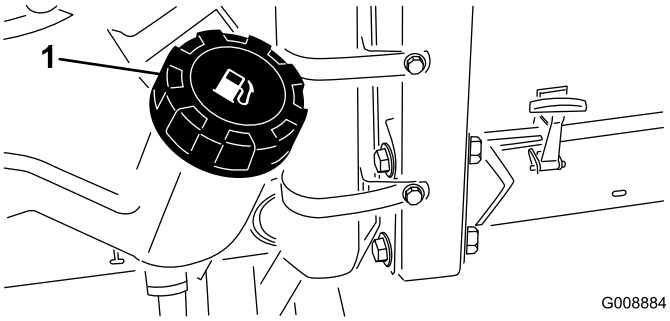

Figur 27
1. Rengjør området rundt der filteret skal festes (Figur 27).